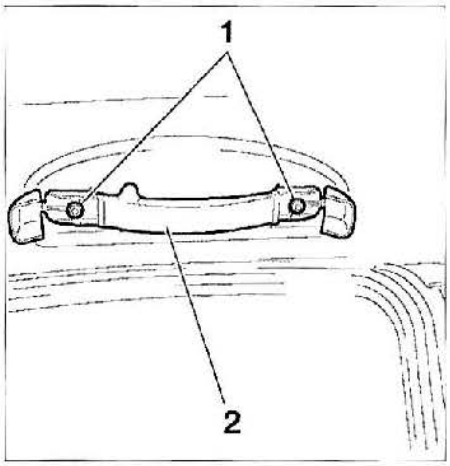

FIG. 70
. Desmontar en ambos lados los tornillos de fijación (1) **(fig. 70)** para extraer las empuñaduras de sujeción (2).